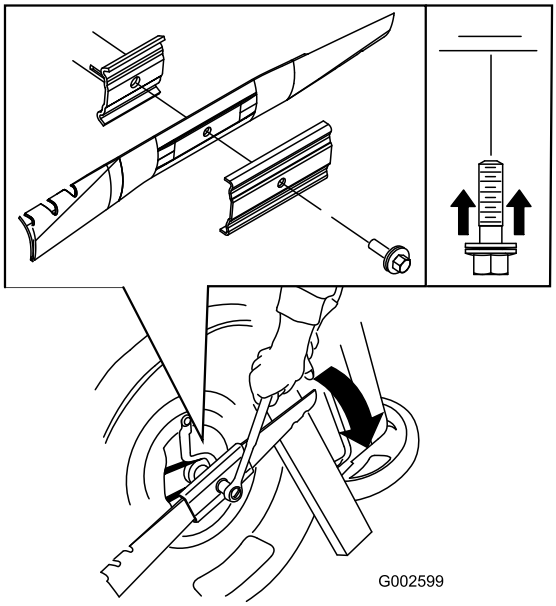

Bild 39
3. Stabilisieren Sie das Messer mit einem Holzblock (Bild 39).
4. Nehmen Sie das Messer ab und bewahren Sie alle Befestigungsschrauben auf (Bild 39).
5. Setzen Sie das neue Messer und alle Schrauben auf (Bild 39).